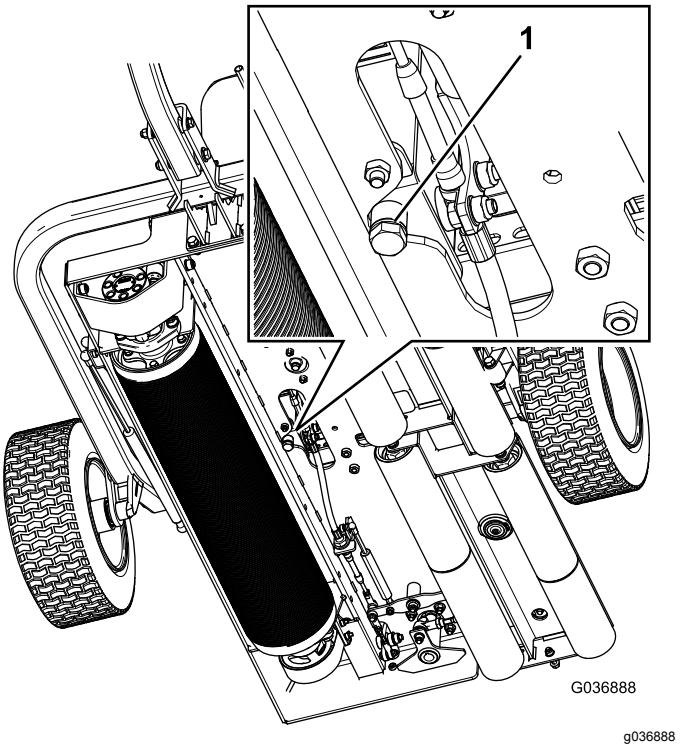

Rysunek 35
1. Umieść miskę pod korkiem spustowym płynu oleju. (Rysunek 35).
2. Wykręć korek spustowy z dna zbiornika (Rysunek 35).